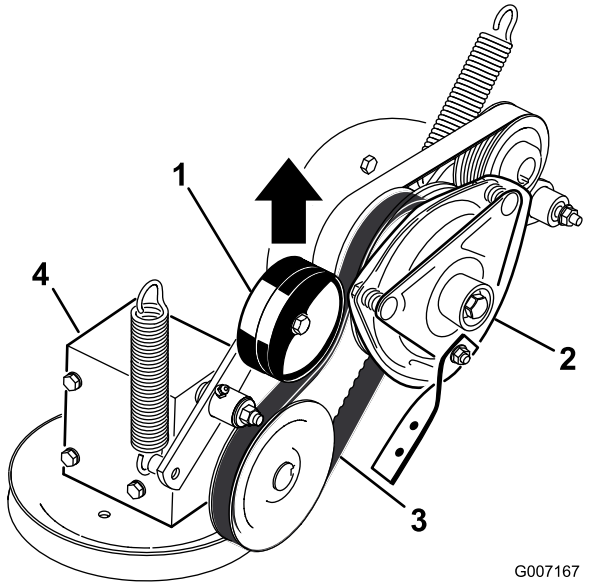

**Figur 61**
4. Trekk den fjærbelastede lederullen for kraftuttakets drivrem opp og fjern remmen fra clutchremskiven (Figur 61).
16. Trekk den fjærbelastede lederullen for kraftuttakets drivrem opp og monter den på clutchremskiven (Figur 61).